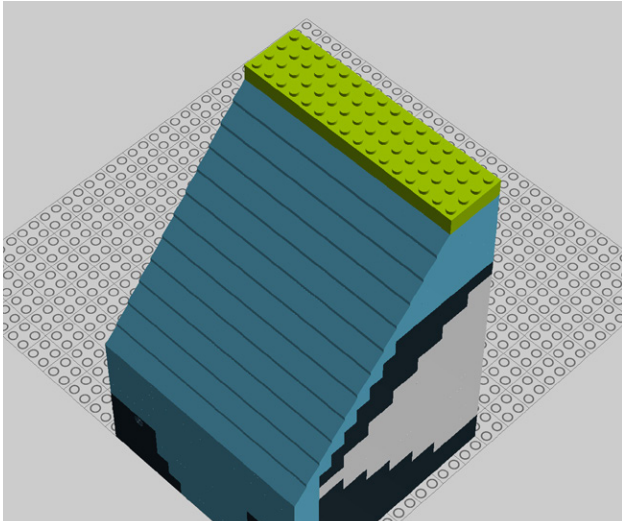

Figure 9-78. *Step 73: Adding eight 2x4 translucent bricks*
73. Top 'er off with eight 2x4 translucent bricks (Figure 9-78).